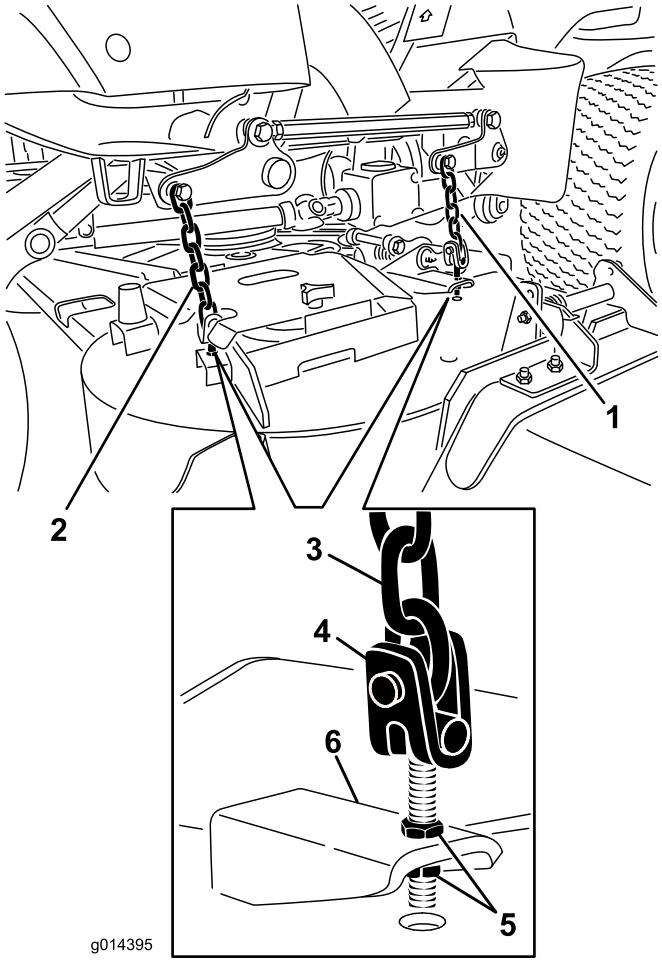

Figura 70
8. Regolate i controdadi che fissano le forcelle/catene della scocca al piatto di taglio, fino a livellare il piatto di taglio (Figura 70).
7. Regolate i controdadi che fissano le forcelle/catene della scocca al piatto di taglio, finché il passo della lama non è di 8 mm (Figura 70).